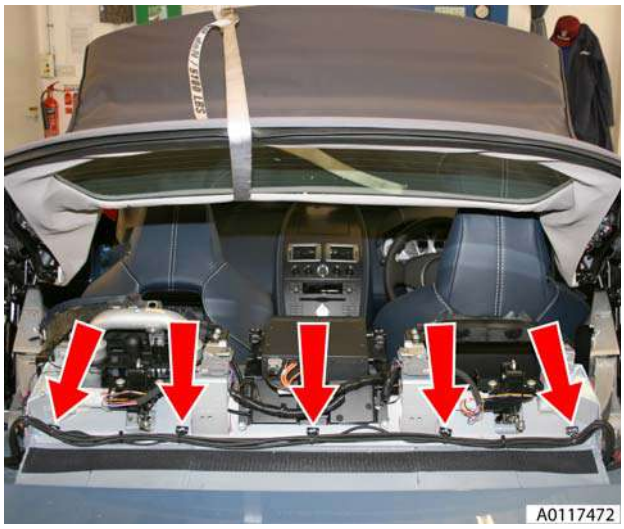

Figure 7
13. Remove harness/pipe retaining clips (x9) behind ROPS units (see Figure 7).